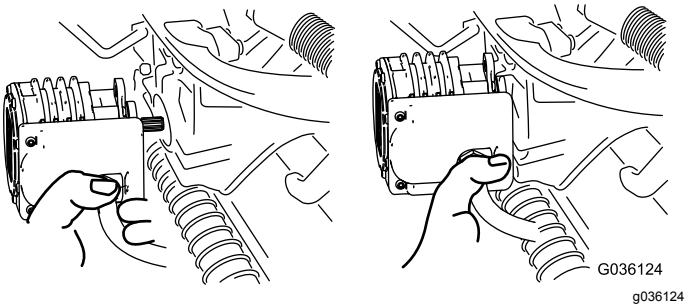

**Figuur 52**
4. Zet de motor in de opbergruimte op de voorkant van de ophangarm (Figuur 52).